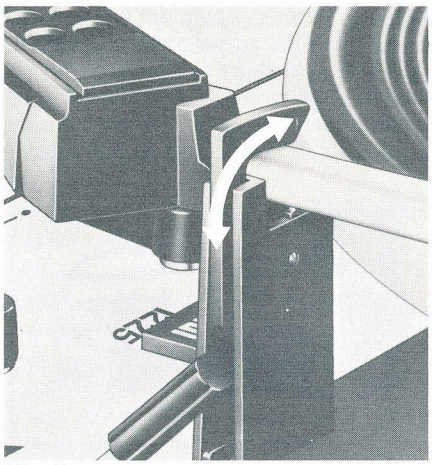

Fig. 7
Het meeloop-asje ③ aanbrengen en bij 17 cm platen eventueel het centreerstuk ⑱. Vervolgens gewenste grammofoonplaat opleggen. Hierna kiest u het toerental ⑭ en ontgrendelt u de toonarm (fig. 7).
Kiest u s.v.p. toerental 33 1/3 of 45 t.p.m., ontgrendel de toonarm (fig. 7) en klap het naaldbeschermkapje omhoog.